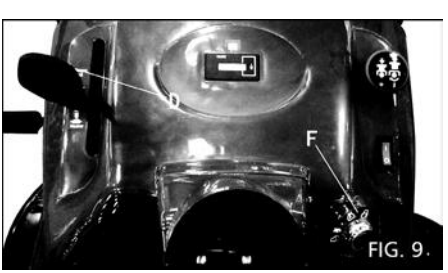

FIG. 9.
PARA USAR O CONTROLE DE ACELERAÇÃO (D) (Ver Fig.9)
PARA USAR O CONTROLE DO AFOGADOR (N) (Ver Fig. 9)